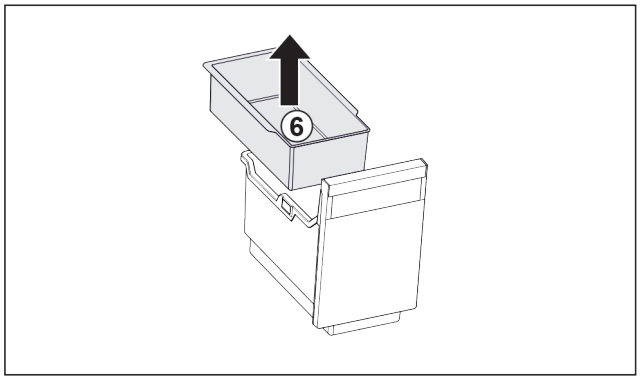

Fig. 170
▶ Extrageți tava suspendată *Fig. 170 (6)*.